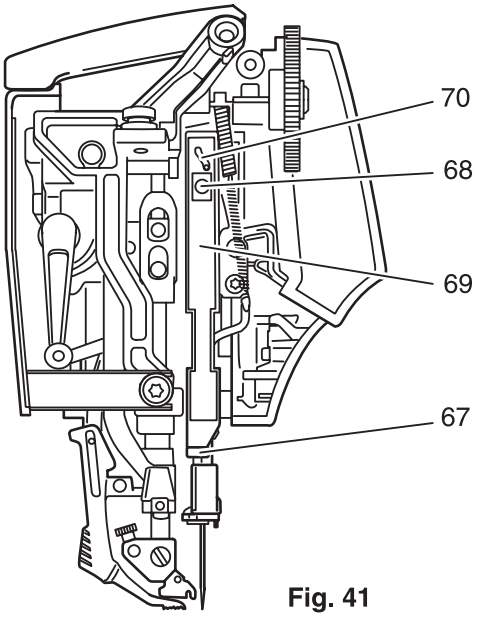

Fig. 41
- Push threader key 67 fully down (Fig. 41 and 42).
- Press threader key 67 fully down and hold it in this position (fig. 41).
- Tighten allen screw 68 in this position (fig. 41).
- Activate threader key 67 (fig. 41).